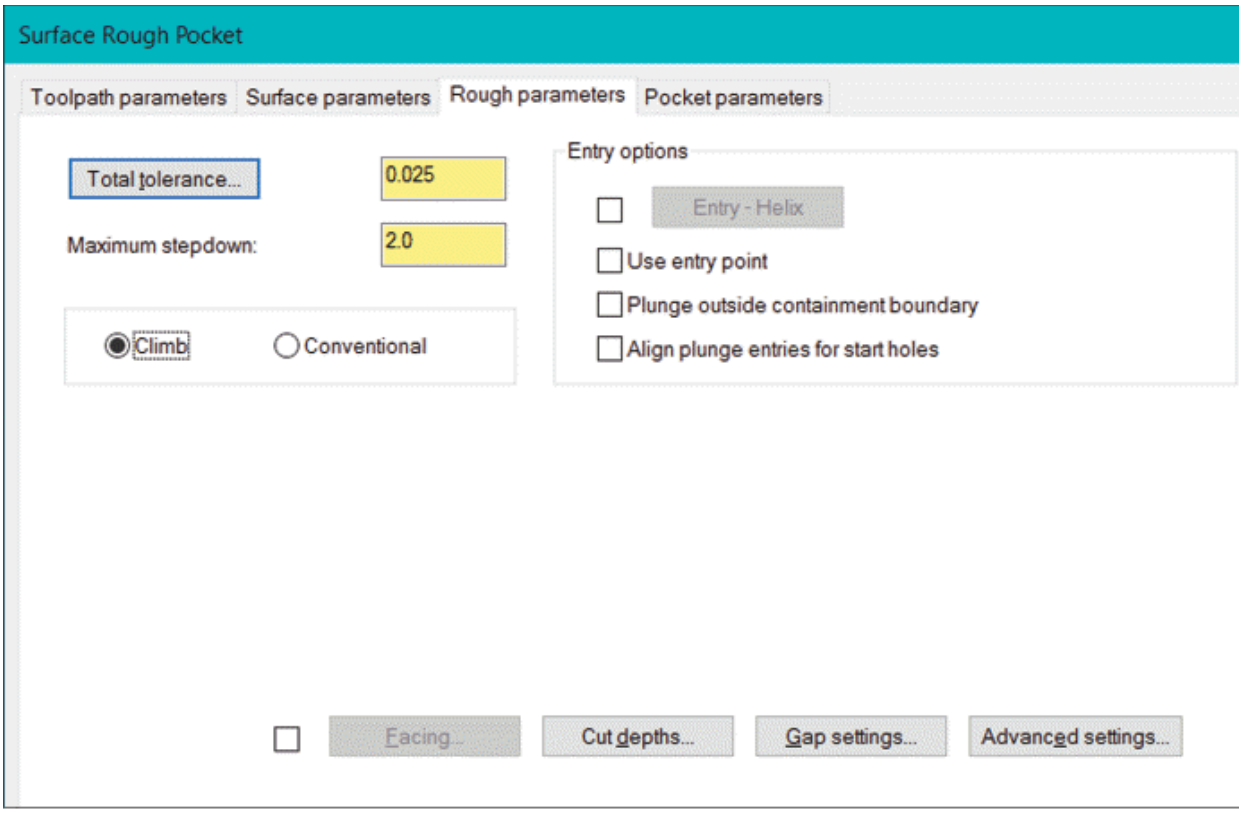

Figure-12. Options in Rough parameters tab
- Click on the **Rough parameters** tab. The options in the dialog box will be displayed as shown in Figure-12.